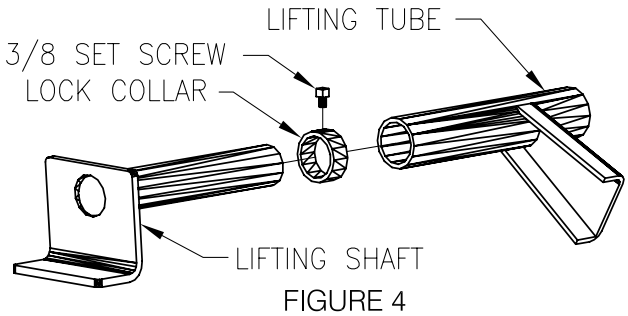
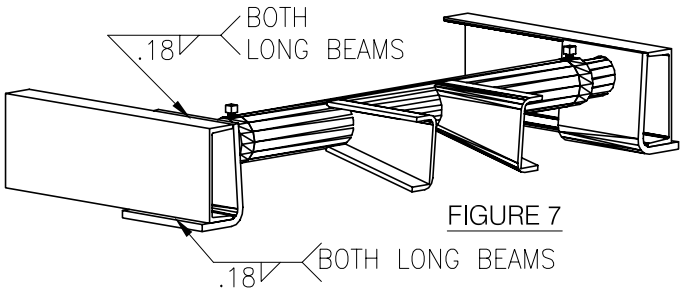

FIGURE 4
FIGURE 7
5. Slide a lock collar onto each lifting shaft. Slide a lifting shaft with collar into each end of the hoist lifting tube (Figure 4).
11. Slide each of the lifting shafts against the inside of the channel long beam. Weld the lifting shaft to secure the shaft to the long beam as shown in Figure 7. With the shaft secured, slide the lock collars against the hoist lifting tube and lock them by tightening the 3/8" set screw (refer to Figures 4 and 7). Torque each set screw to 24 ft./lb.